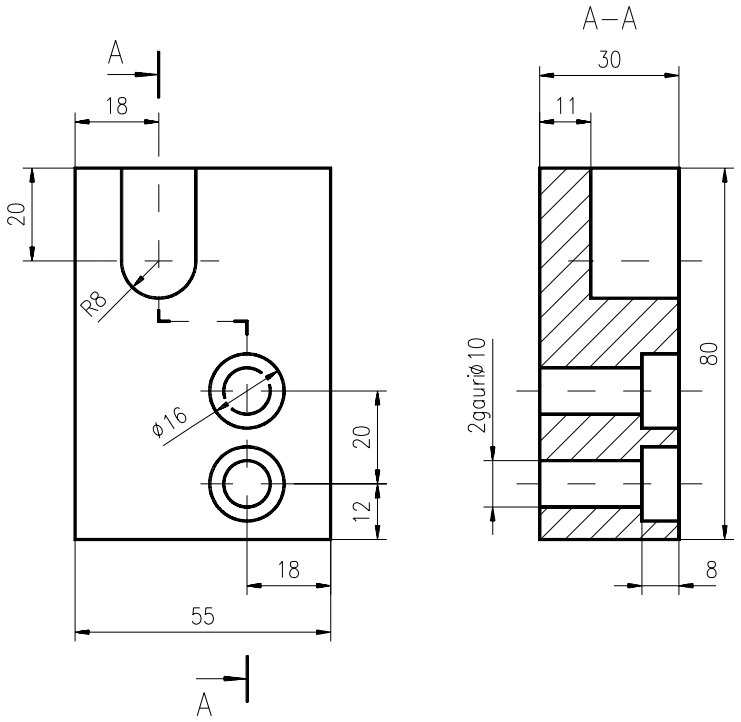

Fig. 6.16
9. Indicarea şi notarea traseelor de secționare (folosind comenzile **PLINE** şi **DTEXT**). Haşurarea suprafețelor rezultate din secționare, folosind comanda **BHATCH** şi modelul **ANSI31** (fig. 6.16).